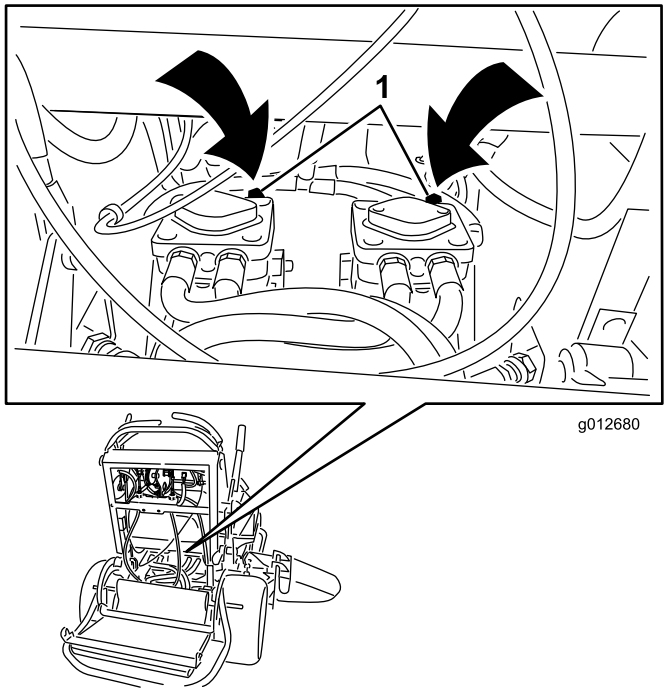

Figur 25
3. Öppna överströmningsventilerna på båda pumparna genom att vrida dem 1–2 varv motsols (Figur 25)